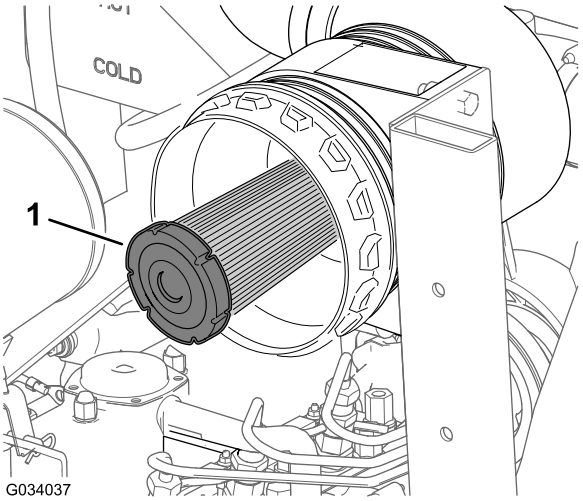

Figur 49
2. Kontroller luftfilterets sikkerhedsfilter for støv og snavs (Figur 49).
Vigtigt: Forsøg aldrig at rense sikkerhedsfilteret (Figur 49). Udskift sikkerhedsfilteret efter hvert tredje primærfiltereftersyn.